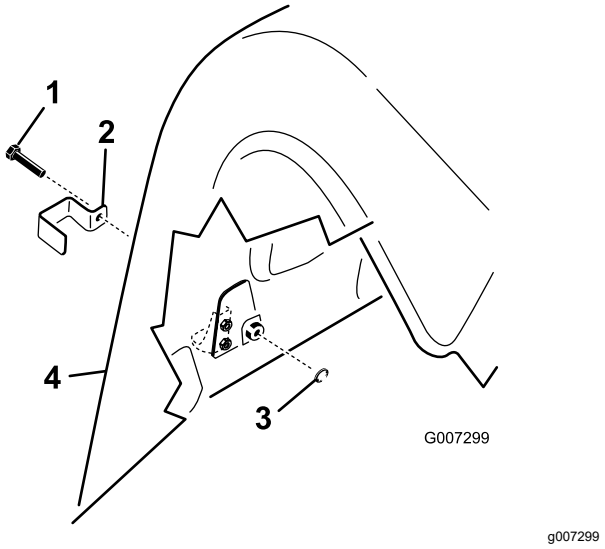

Figuur 18
1. Op de ProCore 864: gebruik een tapbout (4 in totaal) om een vergrendelbeugel te monteren op de onderste en bovenste motorkapvergrendelingen, links en rechts achteraan; zie Figuur 18.
onderste motorkapvergrendelingen achteraan en op de bovenste motorkapvergrendeling aan de buitenzijde, en dit zowel op de rechter als de linker achterkap; zie Figuur 18).
3. Gebruik een tang of een verstelbare steeksleutel en draai een interne borgring op elke bout (1 tot 2 schroefdraden) om de vergrendeling te bevestigen (Figuur 18).